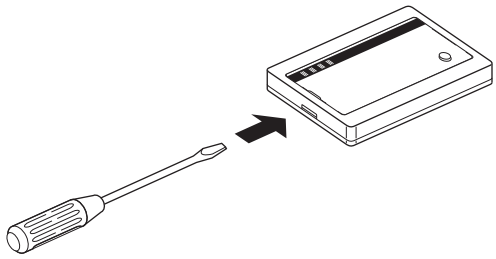

Fig. 3-25
(1) Put a slotted screwdriver or the like into the groove on the bottom of the receiver unit and twist it to remove the bottom of the case. (Fig. 3-25)